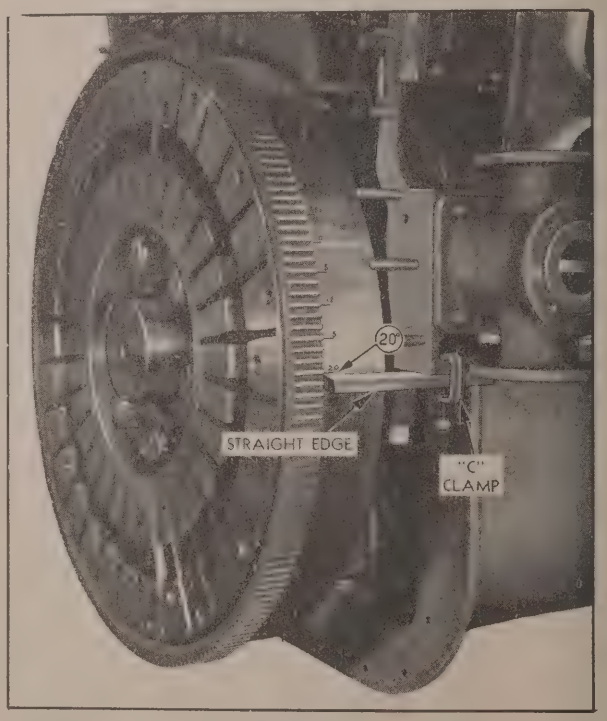

Fig. 8K
14. Turn the crankshaft over to the timing position of the camshaft to be timed. (See Fig. 8K.)
5. Turn the crankshaft in the direction of rotation until the piston in cylinder No. 1 is at top dead center and all match-marks are lined up properly. When the joint between the cylinder block and the oil pan on the control side of the engine is even with the 20° mark on the elastic coupling, the piston in cylinder No. 1 is at the top dead center position. (See Fig. 8K.)